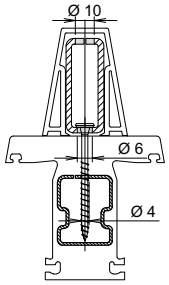

Abb. 2 Variante 2
- Bohren Sie eine Stahlwandung mit Ø 10 mm auf und Verschrauben Lisene und Pfosten miteinander (Abb. 2).